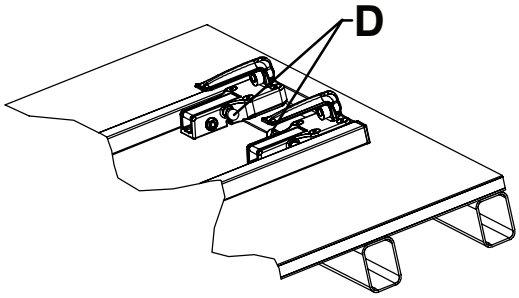

Figura 11 – Orientación correcta de los ganchos del extremo de la cabeza - Vista 4C
- Los mandos de liberación rojos deben orientarse hacia el centro de la sujeción (Figura 11).